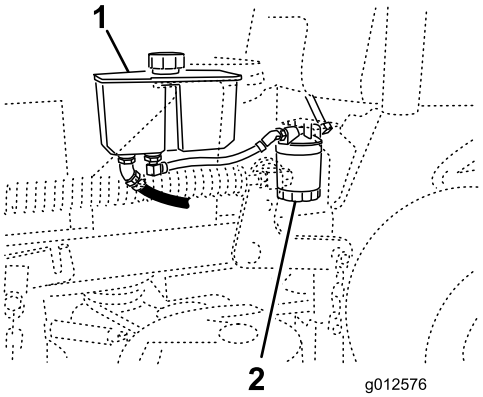

Figure 75
3. Trouvez le filtre et placez un bac de vidange au-dessous (Figure 75).